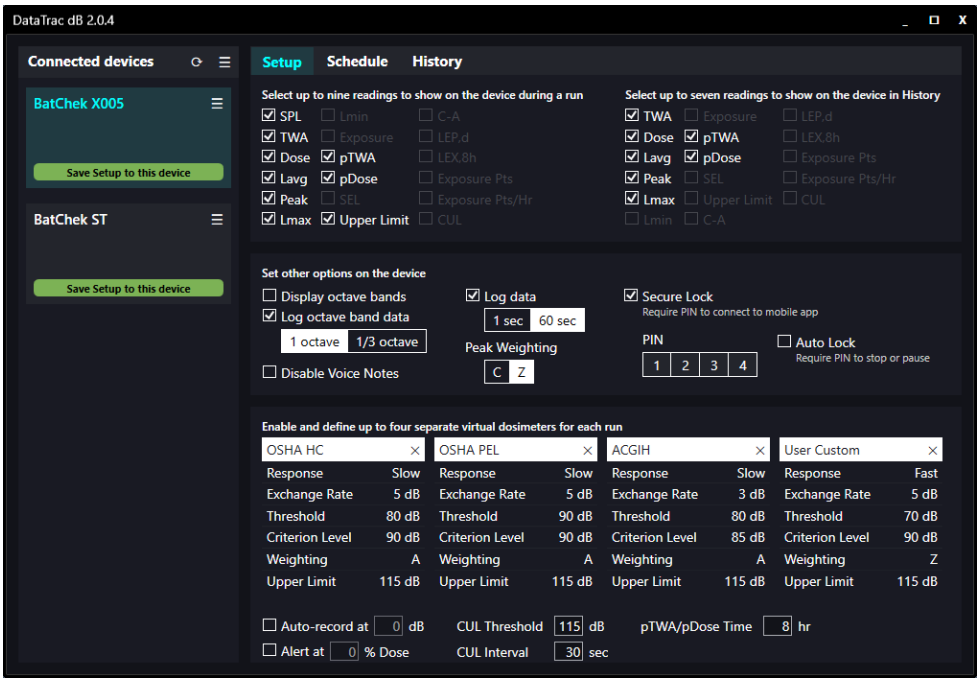

Figure 4. DataTrac dB Setup Screen
- Program and modify presets in your dosimeter setup, including up to four virtual dosimeters, octave band display, secure lock (**Cat. Nos. 701-001, 701-001S, and 701-001SANZ only**), auto lock, and more (*see Setup in Figure 4*).